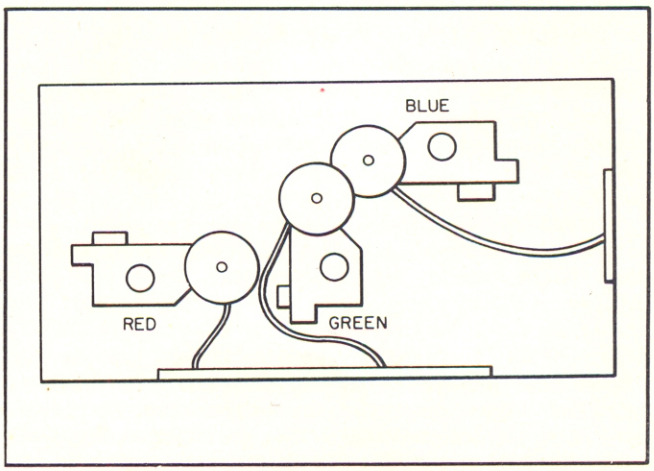

Figure 25. Tape Punch Connected for Operation
(1) Place both units on a level surface and connect the tape punch set to the 110-118 volt, 50-60 cycle AC power source. Interconnect the keyboard and punch with the connecting cable as shown figure 25. Flip the "on-off" switch (right-hand side of punch unit) to the "on" position.
(2) Prepare the punch unit for threading by flipping the sprocket guard away from the sprocket. This raises the "no tape" switch which also serves as a tape guide.
(3) Unroll approximately 18 inches of tape from the supply reel. Thread the tape over the roller and underneath the guide of the tight-tape switch. This switch may stop the punch if tape does not unreel freely.
(4) Thread the tape under the "no-tape" switch under the punch die casting, over the sprocket and under the sprocket guard. Note that the rear rail of the punch die casting serves as a guide for the inside edge of the tape. There-